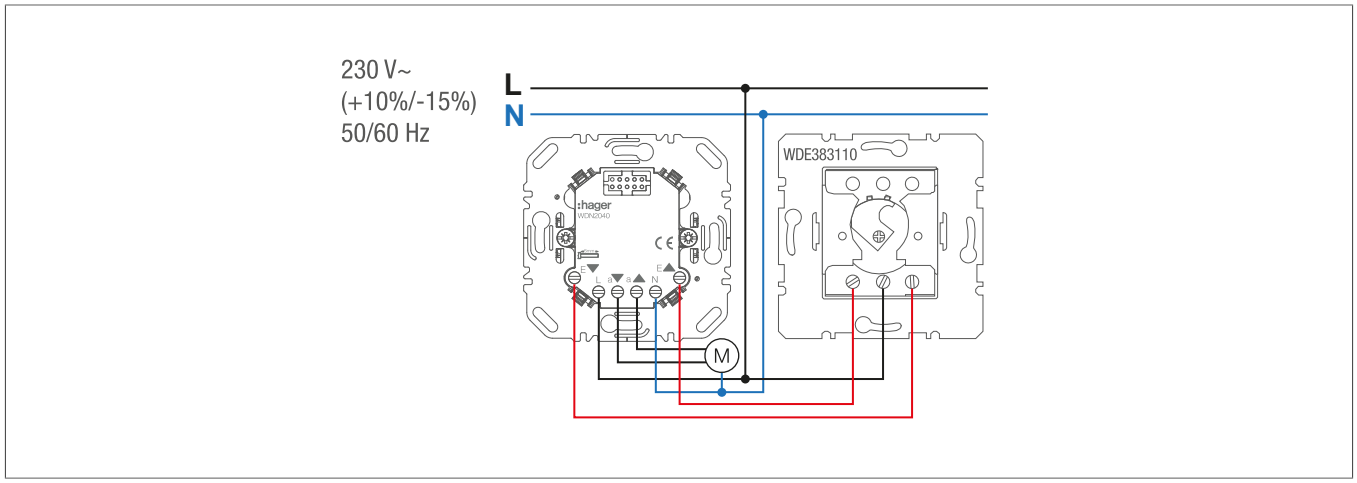

Bild 4: Einzelsteuerung mit Nebenstelle Jalousie-Schlüsseltaster
- Einzelsteuerung mit Nebenstelle Jalousie-Schlüsseltaster gemäß Anschlussbild (Bild 4) anschließen.